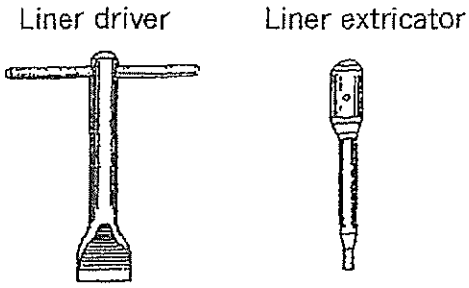
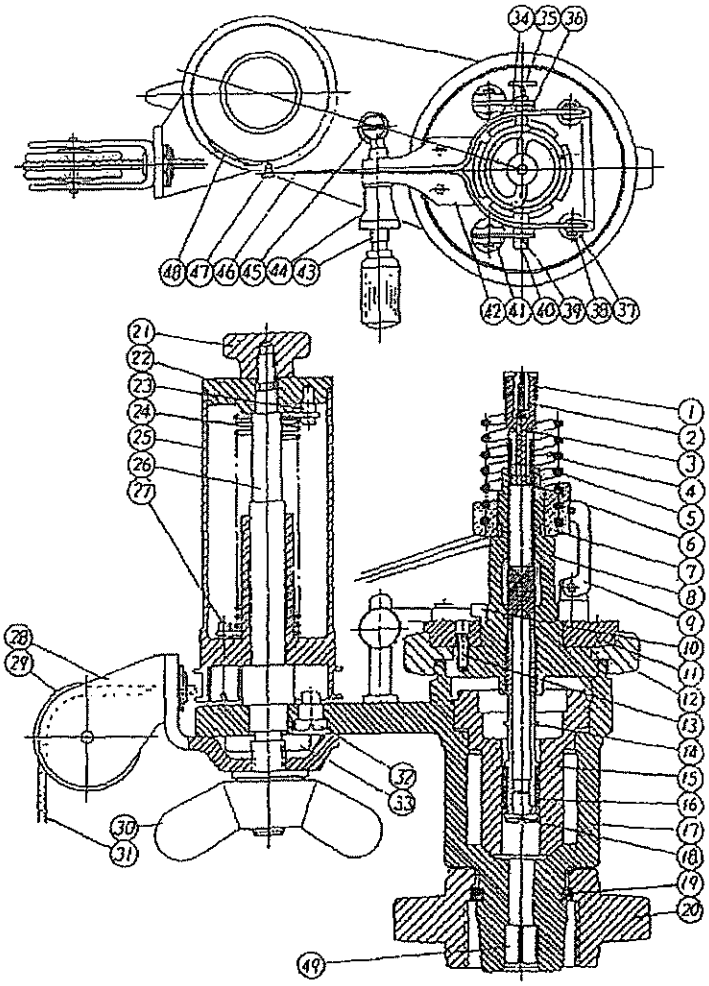

Fig.4
Fig.7 Sectional Views of the Engine Indicators Type "M_2" and "M_3"
Reference is made to Figure 7. The spring is made secure in its screwed Position (#8) by tightening the Cap (#1). When (#12) is loosened and the upper part of the indicator comes off, the piston liner may be removed by turning it counter-clockwise. The liner driver and extricator (illustrations in Figure 4) are recommended for use.
(2) The indicator is fitted on to the engine side by means of a valve together with the Cap Nut (#20 in Figure 7). Both the cylinder and the indicator fittings should come to each other and direct as to eliminate the dead space, resistance etc. The indicator should be attached very firmly, as to avoid the vibration of the indicator body when the indicator is connected to the working engine by means of the cord.
(3) In order to arrange the phase of the indicator drum in line with that of the engine piston, the indicator and crosshead of the engine are connected to each other with a cord. But, when the strokes of a drum in the indicator is less in comparison to those of the engine piston, the engine stroke should be regulated to conform with the indicator. This device is termed as the stroke-reducing device.
(7) When it is ready to record on the diagram, apply oil first to the piston and fix it securely to the main body (#17 in Fig.7) by tightening #12. By neglecting to tighten this part, serious damages have been caused when the upper part of piston blew off as a result of the engine pressure.
The nib point should be pressed against the recording paper so lightly as to leave a mark of thin line on the diagram. In the event of pressure being hard the point of the nib may tear away the recording paper or it may result in an unnecessary difference in record because of friction. Therefore, it is necessary to adjust the Screw Rod (#43 in Fig.7) correctly before the first of recording.